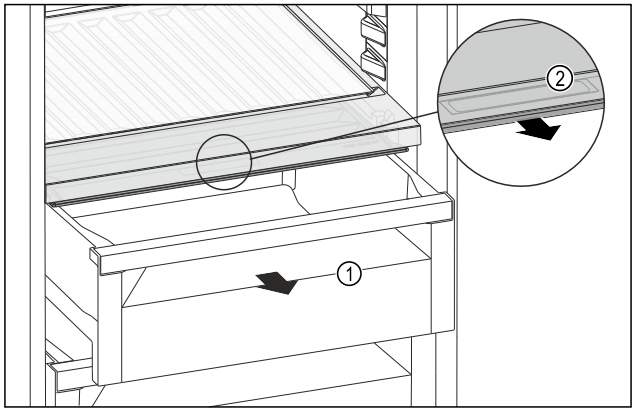

Fig. 189
- ▶ Extrageți sertarul *Fig. 189 (1)*.
- ▶ Prindeți mânerul încastrat *Fig. 189 (2)* de la capacul compartimentului și trageți concomitent capacul compartimentului spre partea frontală.